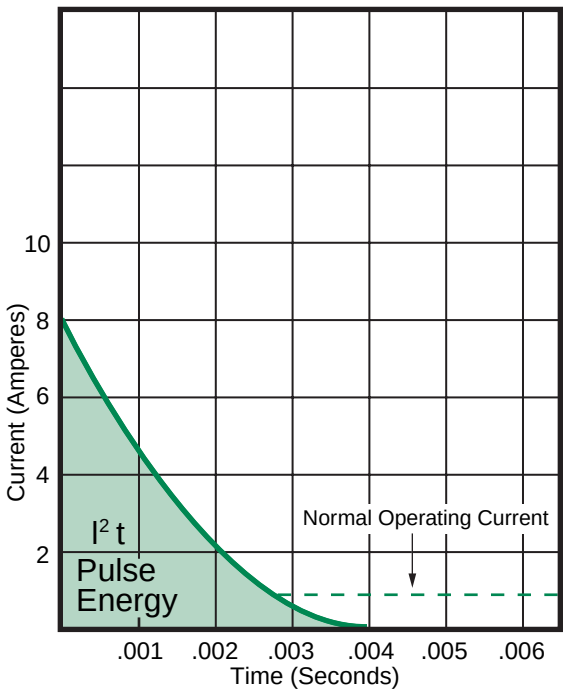

Figure 1
EXAMPLE: Select a 125V, very fast-acting PICO®II fuse that is capable of withstanding 100,000 pulses of current (I) of the pulse waveform shown in Figure 1. The normal operating current is 0.75 ampere at an ambient temperature of 25°C.
Step 1 — Refer to Chart I (page #6) and select the appropriate pulse waveform, which is waveform (E) in this example. Place the applicable value for peak pulse current (i_p) and time (t) into the corresponding formula for waveshape (E), and calculate the result, as shown: